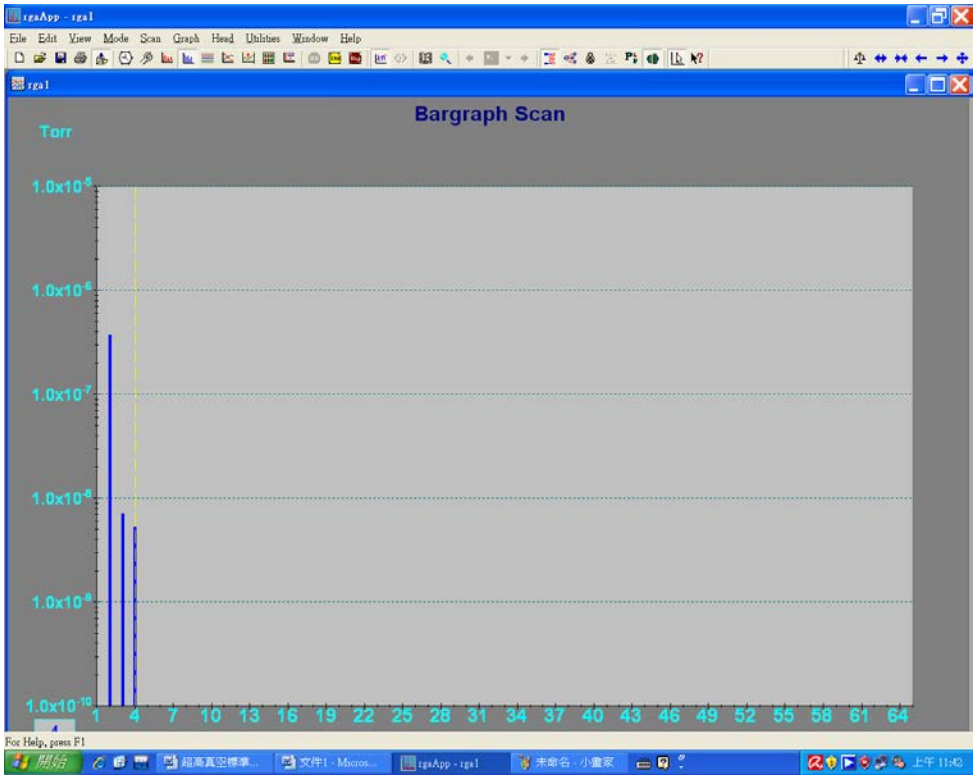

Figure 9. residual gas analyzing
6. 按下軟體介面中的 ，即開始進行腔體內的殘餘氣體分析 (如 Figure 9 所示)。